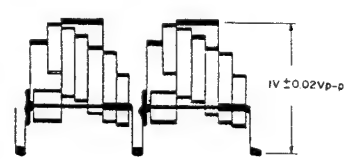

Fig. 4-103
(1) AGC Adjustment (Figs. 4-103, 4-151)